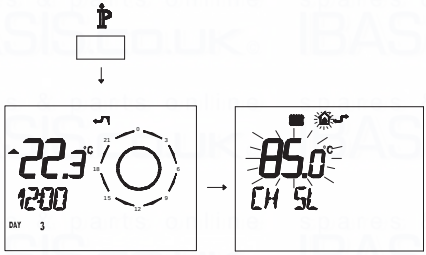

Fig. 7.22
- Press button ℹ for more than 3 seconds to enter in INFO (Fig. 7.22) mode.